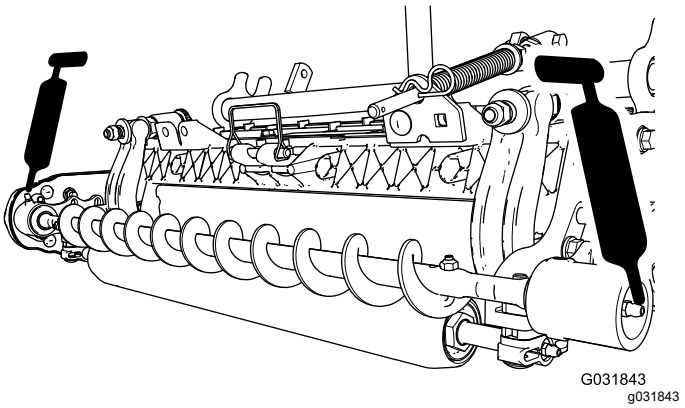

Figure 20
3. Graissez les graisseurs de chaque logement de roulement de brosse de rouleau avec de la graisse au lithium nº 2 (Figure 20).